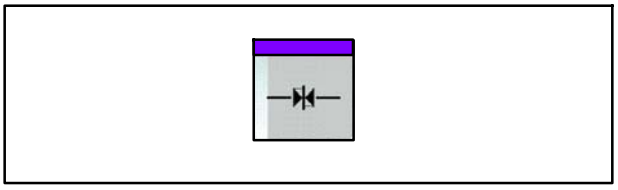

Fig. 158 Touche Fermer les genouillères
10. Appuyer sur la touche gauche Fermer les genouillères (Fig. 158) > le mécanisme à genouillère s'abaisse sans pression et empêche ainsi un déplacement involontaire de l'arbre à friction